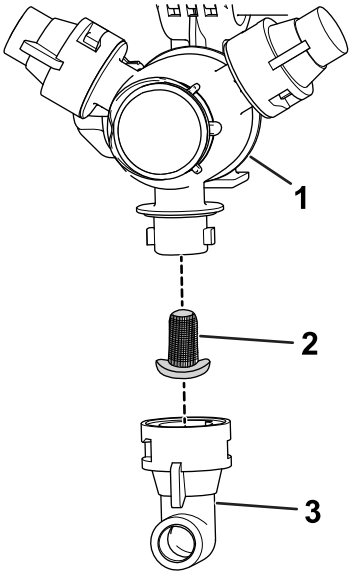

Figur 102
2. Ta bort munstycket från spruttornet (Figur 102).
3. Ta bort det gamla munstycksfiltret (Figur 102).
4. Montera det nya munstycksfiltret (Figur 102).
5. Montera munstycket på spruttornet (Figur 102).